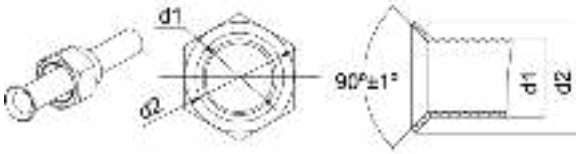

Рис. 4.9
(4). Убедитесь, что развальцованная часть гладкая, равномерная и без трещин (См. Рис. 4.9).